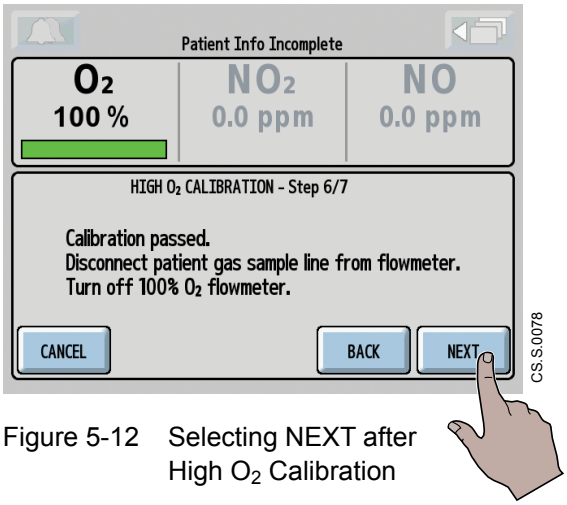

Figure 5-12 Selecting NEXT after High O_2 Calibration
- The screen will display 100% O_2 with a green bar below (see Figure 5-12).
Table 5-4 Screen Buttons, Figure 5-12